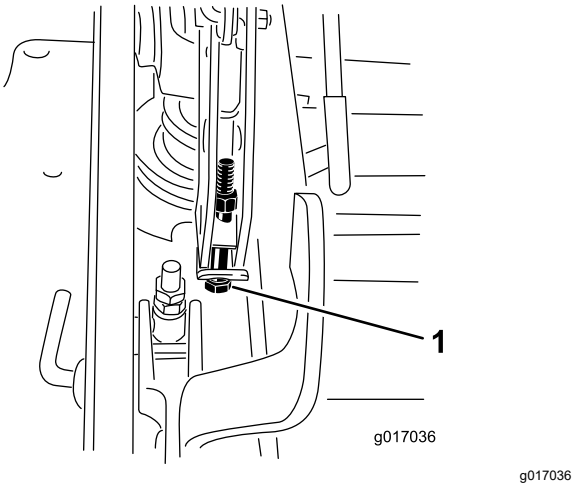

Figur 117
12. Hvis skjoldet er for lavt, skal bolten til enkeltpunktsjusteringen drejes med uret, så den strammes. Hvis skjoldet er for højt, skal bolten til enkeltpunktsjusteringen drejes mod uret, så den løsnes (Figur 117).